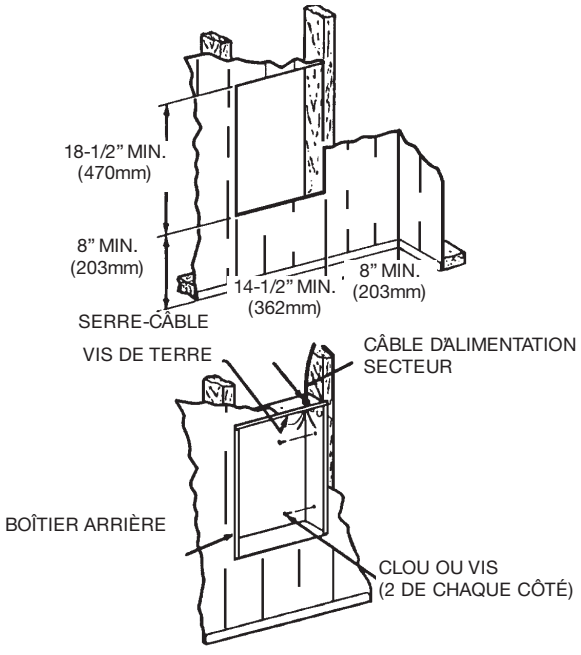

Figure 2: Positionnement du boîtier arrière dans une construction existante
1. Préparez une ouverture murale de 14-1/2" (362 mm) de large sur 18-1/2" (470 mm) de haut à la hauteur de montage voulue, mais pas plus près que 8" (203 mm) d'un mur adjacent ou du sol (Voyez la Figure 2).